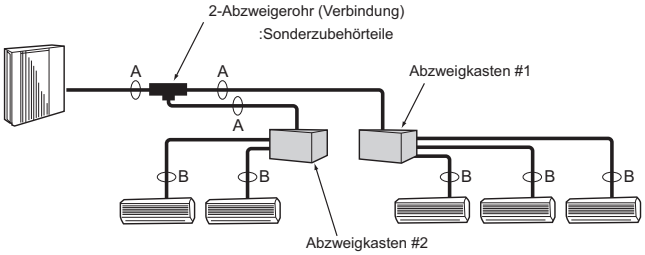

Fig. 5-3
5.4. Wahl der Rohrgröße (Fig. 5-3)